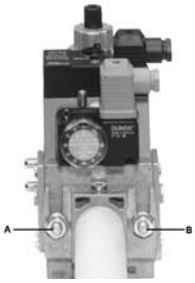
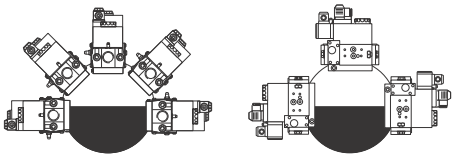

Fig. 5
Fig. 8
3. tighten screws A, B, C and D (Fig. 5 - Fig. 6), accordind to the mounting positions (Fig. 8);